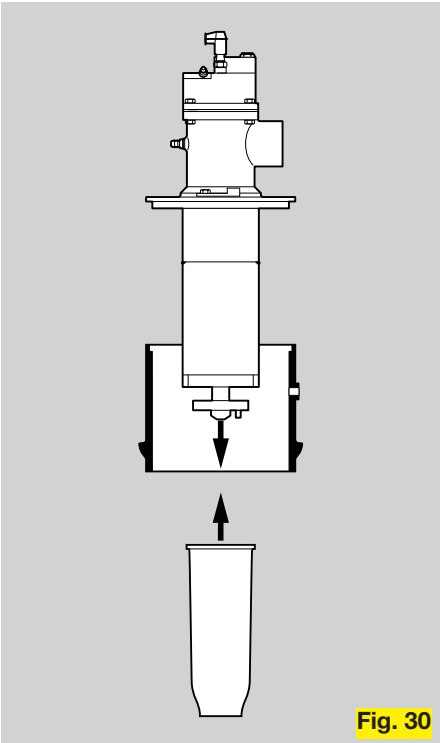

Fig. 30
Modifizierte BIC-Brenner in den Größen 50–100 in Verbindung mit einem **Schürlochgehäuse SLG** als Schürlochbrenner für die Deckenbefeuerung von Tunnelöfen in der Keramikindustrie (Fig. 30). Die Leistungsdaten entsprechen denen der BIC(A)-Brenner.
Modified BIC burners in sizes 50-100 in conjunction with a **pot housing SLG** as pot burner for roof firing of tunnel kilns in the ceramics industry (Fig. 30). The performance data corresponds to that for the BIC(A) burners.
Возможность оснащения смотровым глазком, со смотровым стеклом и заслонкой. Возможна **комплектная поставка** горелок с смонтированными клапанами по газу и воздуху, а также с устройством розжига и автоматикой управления горения. Имеются модификации горелок типа BIC величины 50-100 в соединении с **перфорированным корпусом розжига типа SLG**, используемые в качестве горелок розжига при свободовом горении в тунельных печах керамической промышленности (Fig. 30). Значение мощности соответствует горелкам типа BIO(A).